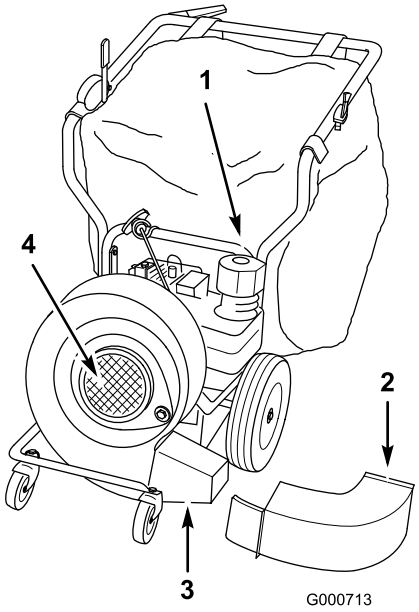

Figure 21
3. Remove the bag neck from blower discharge chute (Figure 21). (You may remove the entire bag if desired.)
4. Remove the retaining bolt and lock washer securing the blower discharge chute and remove the chute (Figure 21).
5. Install the blower tube, securing it with the fasteners removed in step 4 (Figure 21).
10. Lift blower housing slightly and rotate it 120° clockwise (as you face the blower) (Figure 21).
14. Install the blower intake screen, securing it with 1 of the washers and locknuts removed in step 2 (Figure 21).